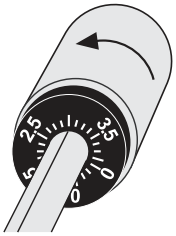

Abb. 6: Auflagegewicht einstellen
8. Die Skala gibt das Auflagegewicht in Gramm an. Für das mitgelieferte Abtastsystem ist ein Auflagegewicht von 3,5 g erforderlich. Drehen Sie dazu das Gegengewicht (mitsamt der Skala) entgegen dem Uhrzeigersinn, bis die Markierungslinie des Tonarms auf „3,5“ zeigt (Abb. 6). Wenn Sie ein anderes Abtastsystem verwenden stellen Sie das vom Hersteller angegebene Auflagegewicht ein.